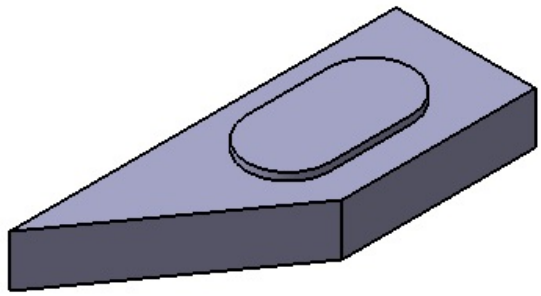

Figure 5-73 Solid model after creating the second feature
4. Set **3** in the **Length** spinner and then choose the **OK** button from the dialog box to create the feature, as shown in Figure 5-73.